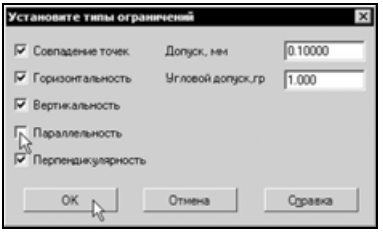

Рис. 6.79
- Нажмите кнопку **Параметризовать объекты** на панели **Параметризация**. На экране появится диалоговое окно **Установите типы ограничений** (рис. 6.79). В этом диалоге можно установить типы ограничений, накладываемых на объекты при автоматической параметризации. Например, если включена опция **Совпадение точек**, то на точки объектов, расстояние между которыми меньше значения линейного допуска, будет наложено условие совпадения.